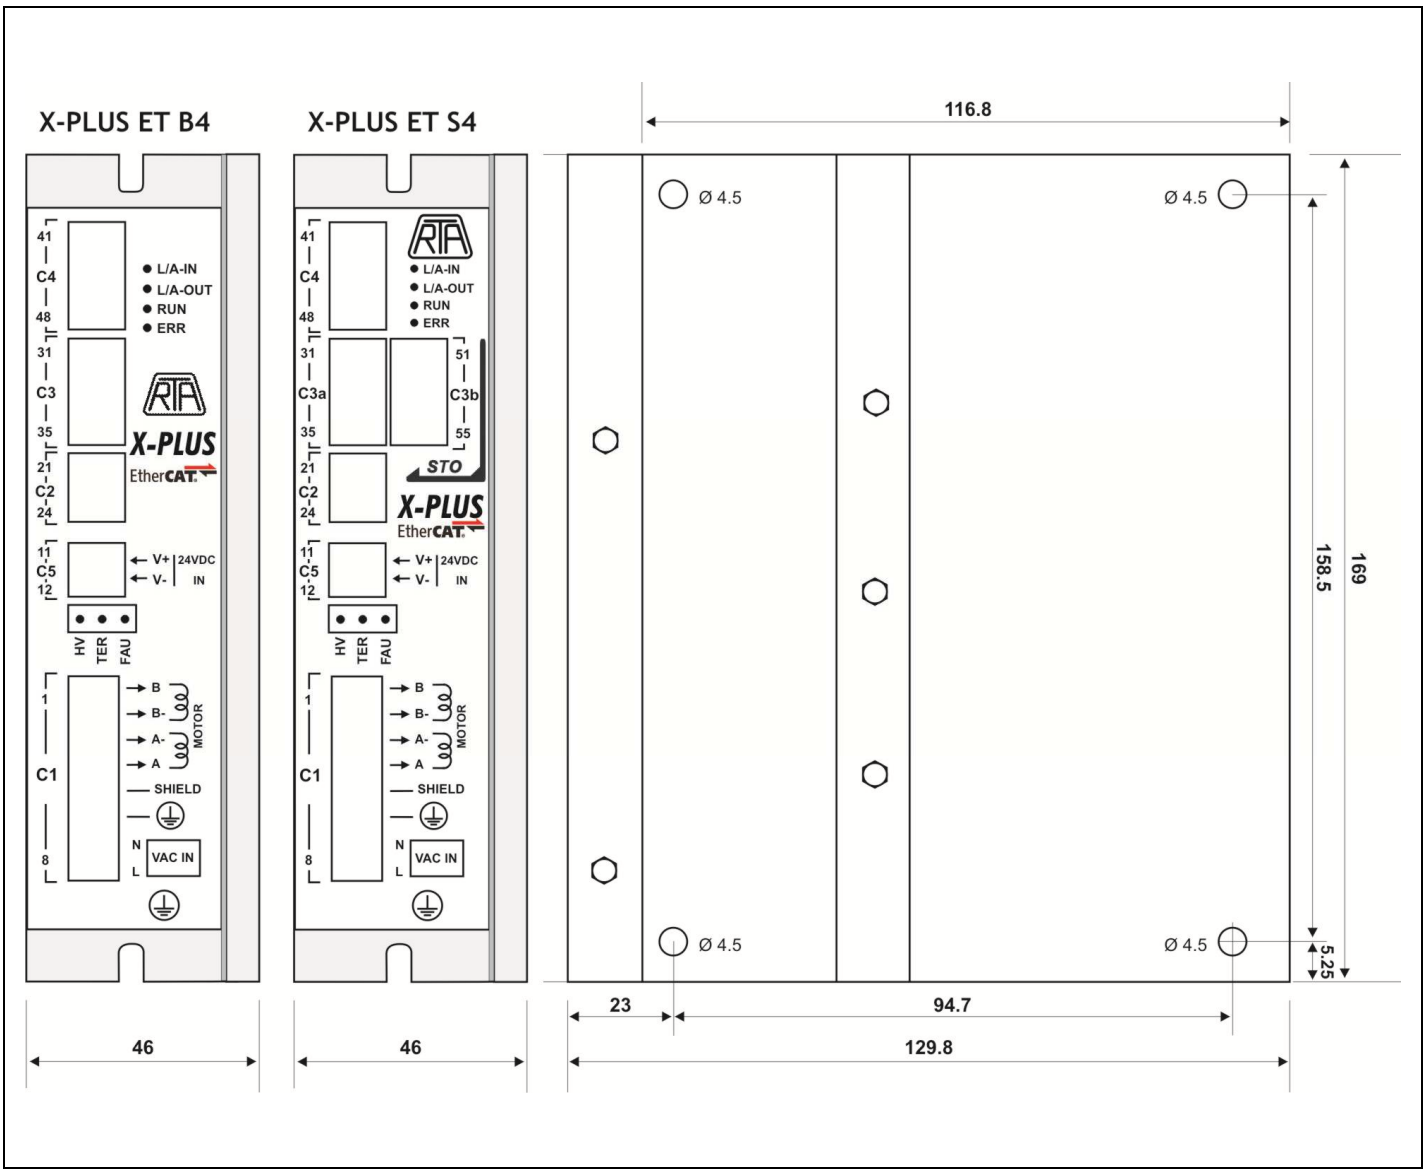

Fig. 2 – Dimensions: all measures in mm.
(C2, C3a, C3b and C5 connectors, see Fig. 2, 5 and 7)
4.5 - ENCODER INPUTS AND POWER SUPPLY (C4 Connector, see Fig. 2, 5 and 7)